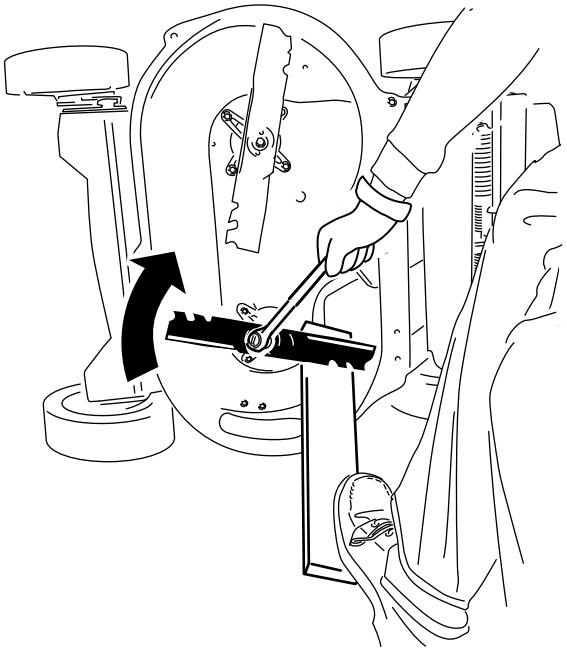

Figur 45
2. Understøt alle skæreknivene med et bræt, og drej knivbolten med uret med en momentnøgle som vist i Figur 45. Spænd knivbolten til 82 N·m.